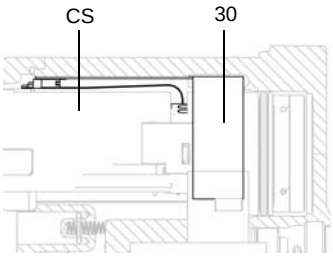

FIG. 32 . Connect Flexible Circuit
5. To separate the power supply (7) from the turbine (8), disconnect the 3-wire ribbon connector (PC) from the power supply. See FIGURE 32.
8. Insert the power supply/turbine assembly in the gun body (10). Make sure the ground strips (EE) make contact with the handle.
Smart models only: align the connector of the 6–pin flexible circuit (30) with the socket (CS) at the top of the handle. See FIGURE 32.